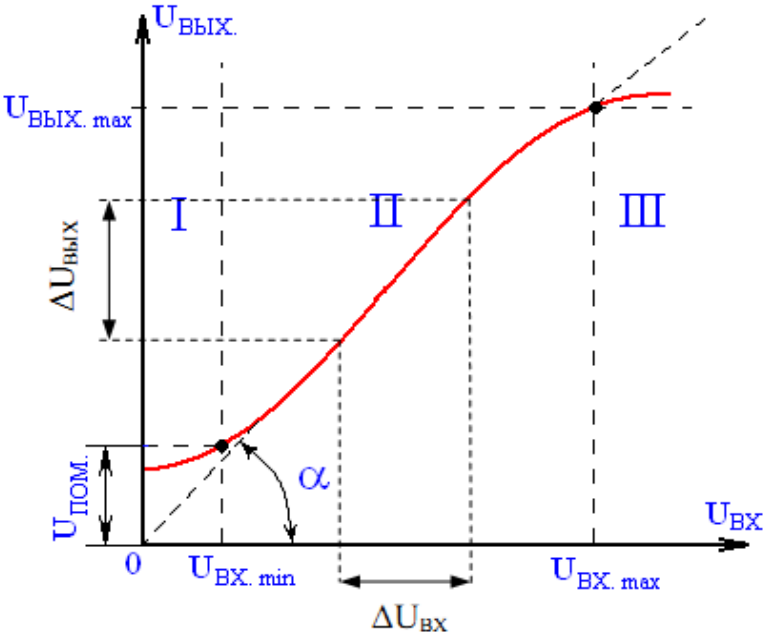

Рис. 3.6. Амплитудная характеристика усилителя и определение его коэффициента усиления ***K*=tg(*α*)** в рабочей области II.
В данном режиме напряжение на вход усилителя DA подаётся от источника E3 через регулируемый делитель напряжения R1. Входное напряжение измеряется вольтметром PV1, а выходной сигнал вольтметром PV2. Для определения коэффициента усиления ***K*** усилителя необходимо построить амплитудную характеристику усилителя, т. е. зависимость выходного Uвых сигнала от напряжения входа: ***U***вых=***U***вых(Uвх). Пример полученной зависимости приведён на рис. 3.6. Амплитудная характеристика идеального усилителя изображена пунктиром, а реального усилителя сплошной линией.
Как видно из рис. 3.6 амплитудная характеристика имеет три участка: два нелинейных (I и III) и линейный участок (II). Первый участок обусловлен влиянием собственных помех усилителя, а третий – нелинейностью характеристик усилительных элементов. Рабочим участком является второй. Он позволяет определить минимальное $U_{BX.\ min}$ и максимальное значение входного сигнала $U_{BX.\ max}$. Отношение входных напряжений $\frac{U_{BXmax}}{U_{BXmin}}$ определяет динамический диапазон усилителя: